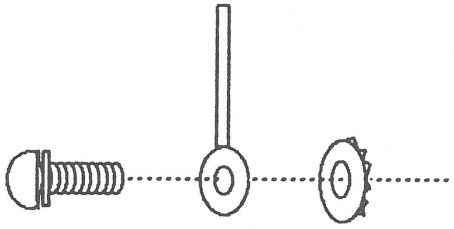

FIGURE 17B
5. Place the plastic holding tabs on the CRT mounting screws. Place the large washers under the plastic tabs (see Figure 17B).